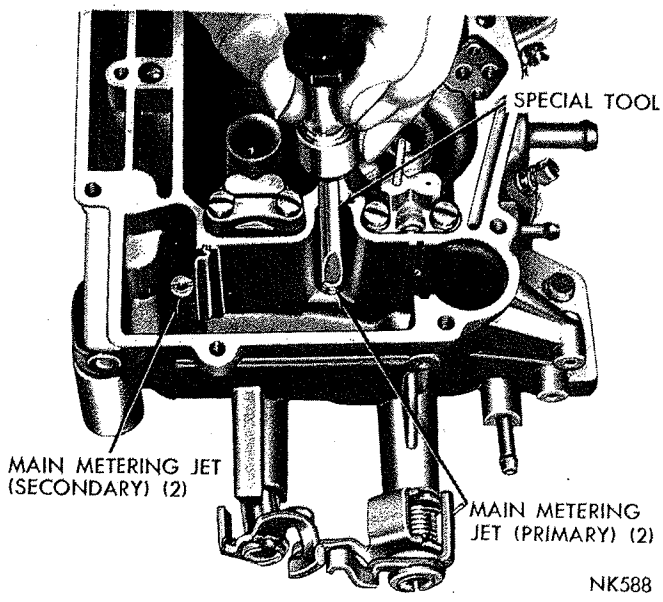

***Fig. 4—Removing or Installing Main Metering Jets***
(2) Using Tool T109-58, remove main metering jets (primary side), as shown in (Fig. 4). **The primary and secondary main metering jets are not interchangeable. It is very important that these jets be installed**
(3) Again using Tool T109-58, remove main metering jets (secondary side), as shown in (Fig. 4).
(6) Install primary and secondary main metering jets, using Tool T109-58. Refer to (Fig. 4). Tighten jets securely.
(7) Install accelerator pump intake check ball using Tool T-109-59.